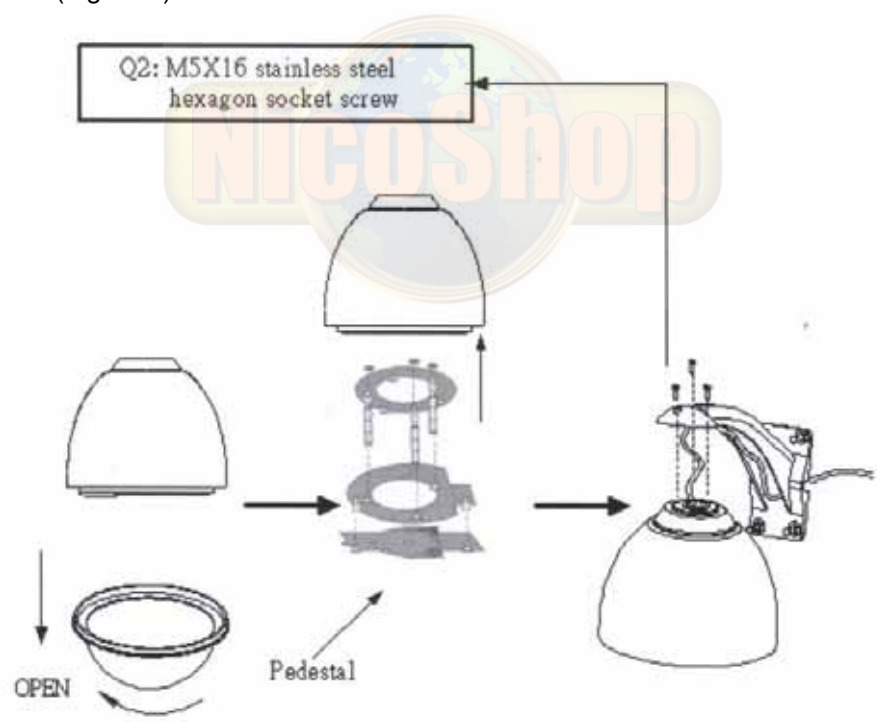

Figure 4 Figure 5 Figure 6
5) Rotate the vitreous cover counter clockwise and take it out (see Figure 4).